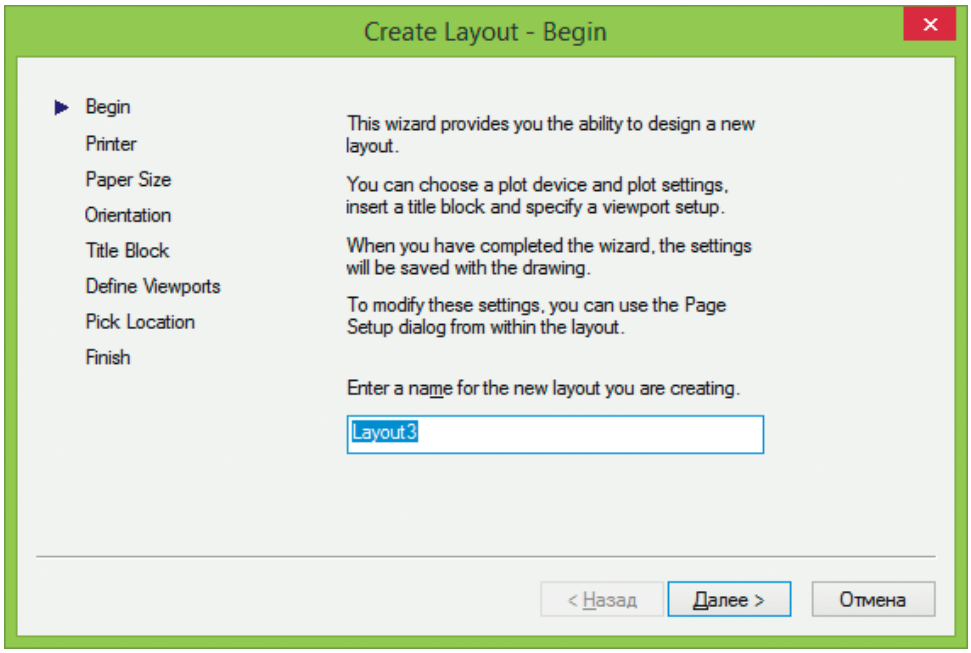

Рис. 15.3. Диалоговое окно Мастера компоновки листа, начало
Настройка параметров листа может производиться с помощью Мастера компоновки листа. Для этого необходимо загрузить диалоговое окно **Create Layout**, показанное на рис. 15.3, из падающего меню **Tools → Wizards → Create Layout...** или ввести `LAYOUTWIZARD` в командной строке.
- **Begin** – начальная страница информирует пользователя о том, что данный Мастер предоставляет возможность скомпоновать новый лист (см. рис. 15.3). Здесь можно назначить устройство для вычерчивания и параметры печати, а также вставить основную надпись и разместить видовые экраны. Все параметры, установленные в Мастере, записываются в чертеж, но в любой момент их можно отредактировать. Далее предлагается ввести имя создаваемого листа.